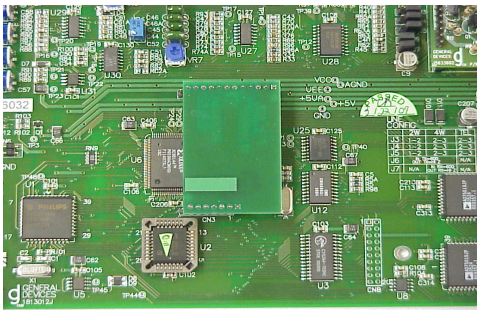

Fig. 3: Call Progress Board
4. Remove the Call Progress Board from the TR card (Figure 3).